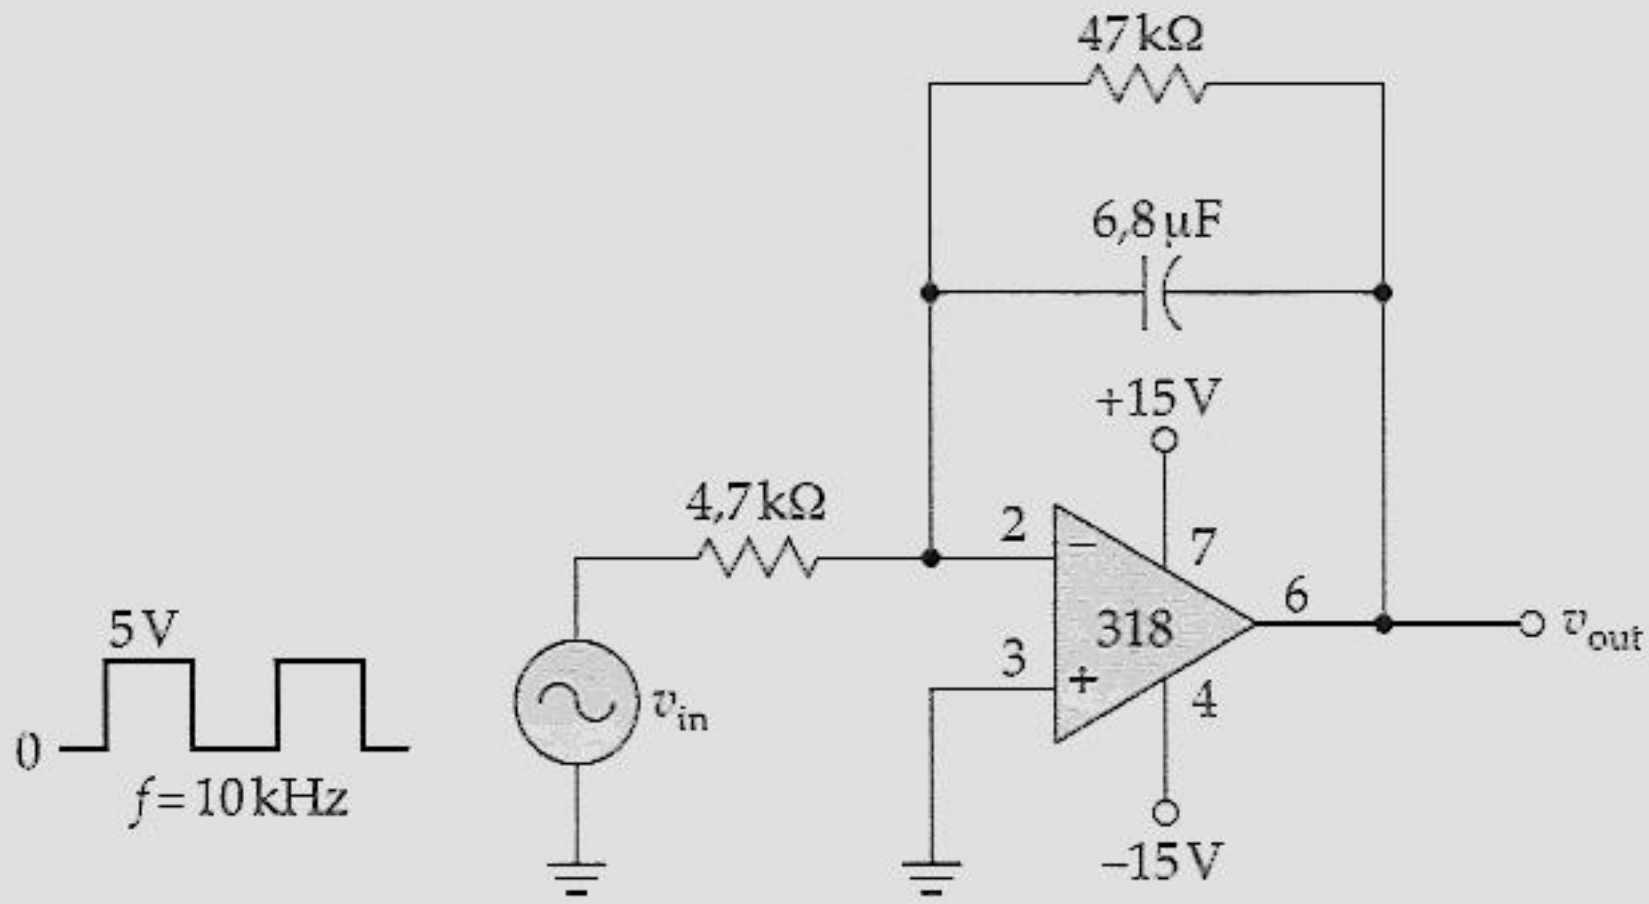

Figura 21.41
21.17 Qual a tensão de saída do circuito da Figura 21.41? Se a capacitância for de 0,68 μF, qual a tensão de saída?
21.18 Na Figura 21.41, o que acontece com a tensão de saída se a freqüência mudar para 5 kHz? E para 20 kHz?